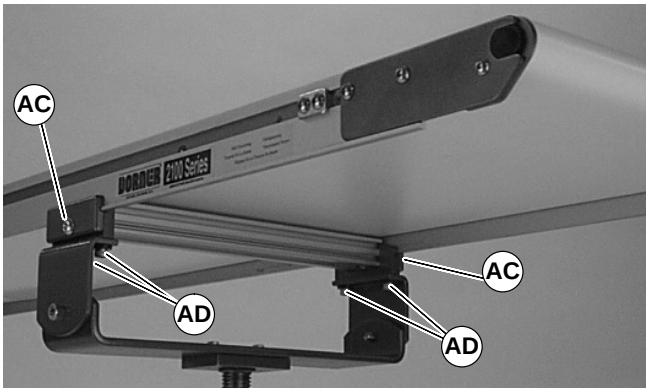

Abbildung 11
3. Die Klemmplatten zu beiden Seiten des Förderers befestigen (Abbildung 11). Die Schrauben (AC) mit 9 Nm festziehen.